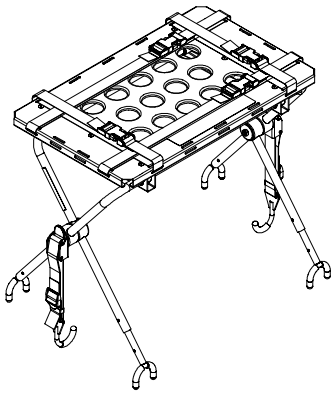

Figure 55
2. Ouvrir et déployer les pieds de la tablette porte-défibrillateur comme illustré sur la Figure 55.